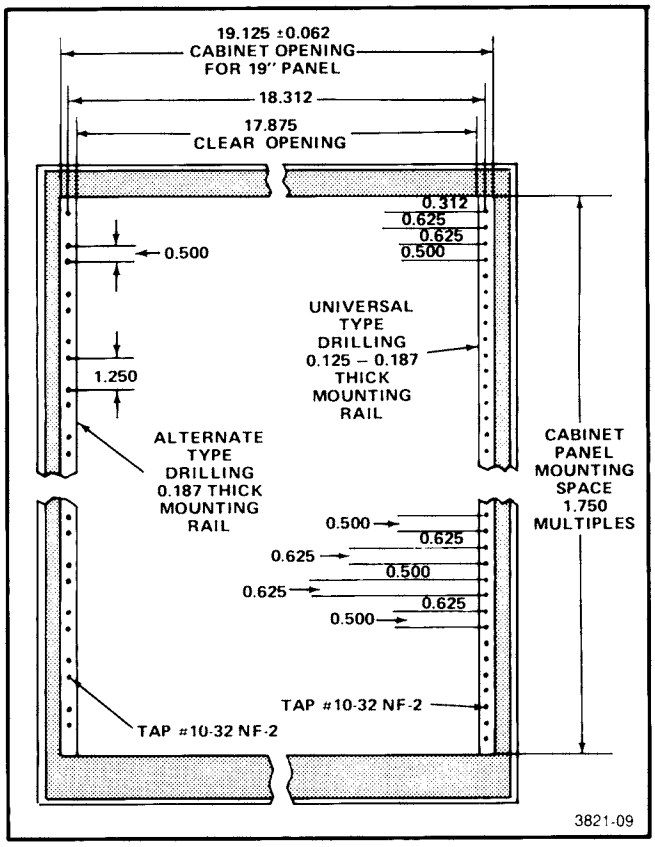
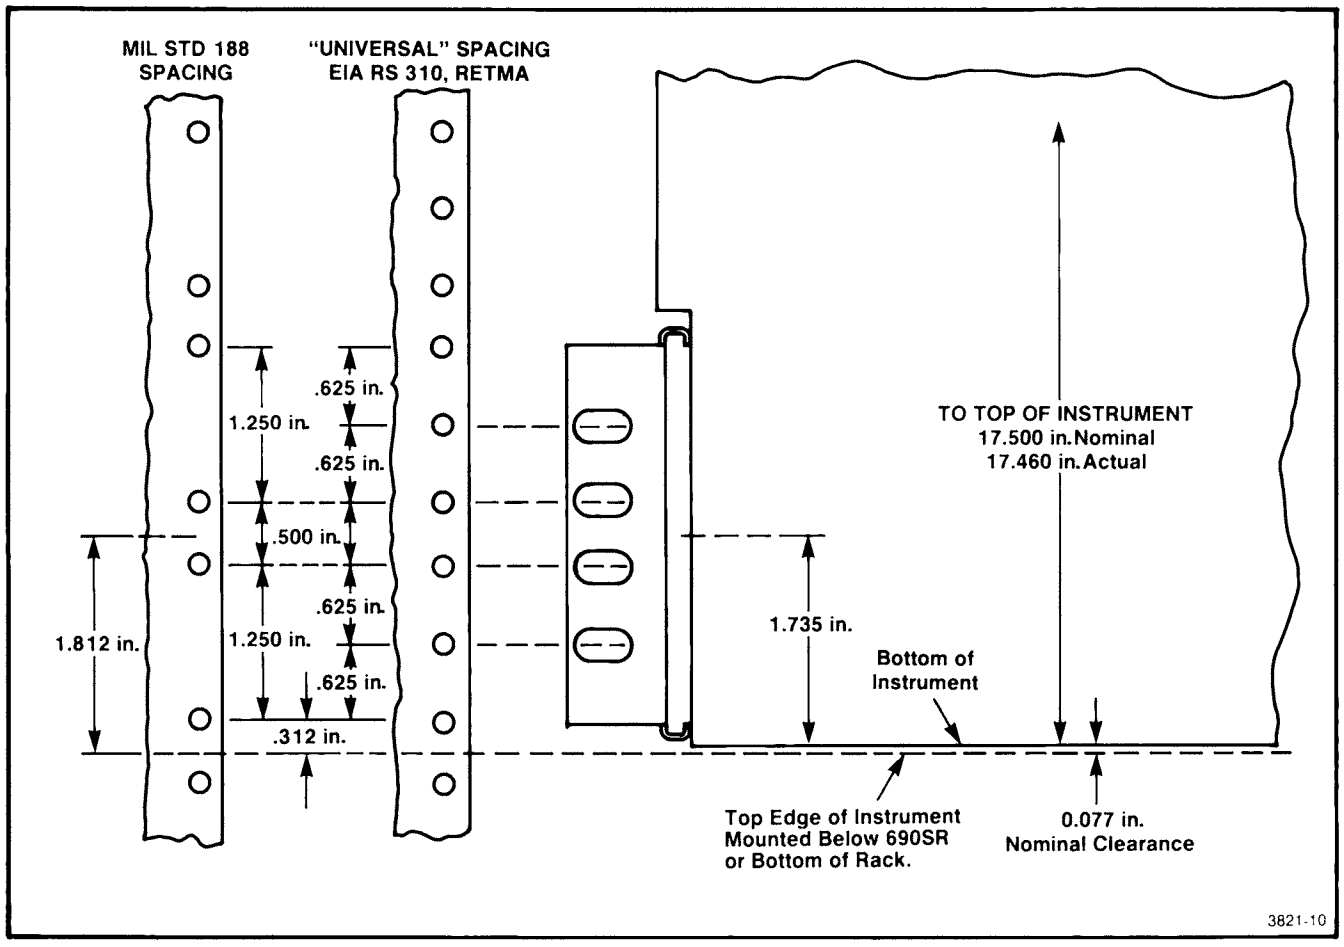

Fig. 4-5. Rack rail hole spacing. Dimensions above are given in inches.
Fig. 4-6. Rackmount hole spacing.
The instrument fits most 19-inch wide racks and consoles whose front and rear rails conform to Universal, EIA, and Western Electric hole spacing. Refer to Fig. 4-5 and Fig. 4-6 for rack rail hole spacing.
1. To mount the instrument directly above or below another instrument in the cabinet rack, select the appropriate holes in the front rack rails for the stationary sections. Refer to Fig. 4-6.
a. If the front rails are not countersunk, use the truss head screws and bar nuts to mount the stationary sections using Fig. 4-6 and Fig. 4-7a as a guide.